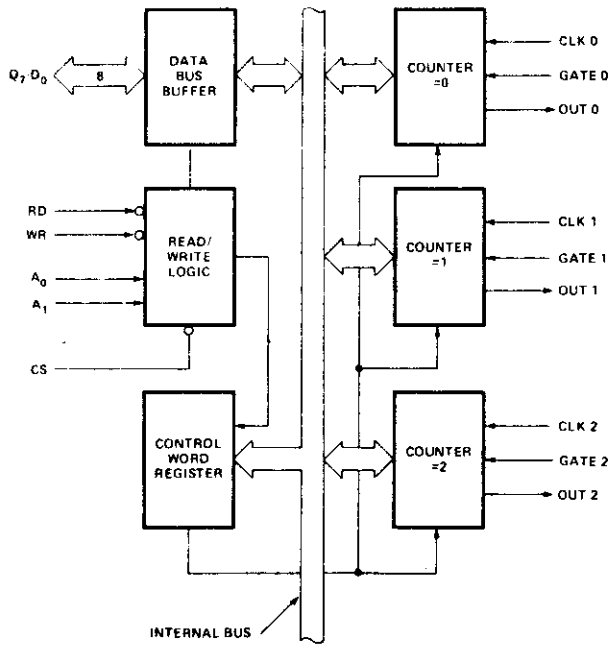

Figure 1. Block Diagram
1. AC timings measured V_{OH} = 2.0, V_{OL} = 0.8, and with load circuit of Figure 1.
2. Chip Select (CS) and Command/Data (C/D) are considered as Addresses.